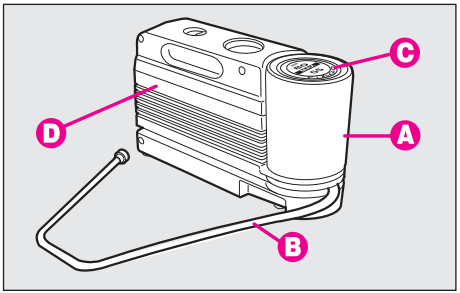

fig. 10
Le kit **fig. 10** est placé dans le coffre à bagages. Dans l'étui du kit de réparation rapide se trouvent aussi le tournevis et le dispositif de tractage.
– una bouteille **A-fig. 10** qui contient le liquide pour sceller, dotée de: